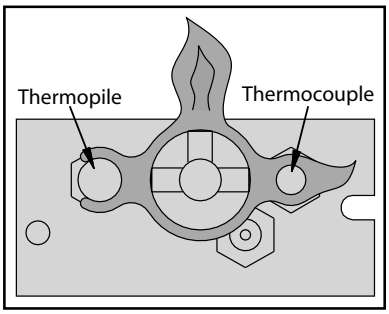
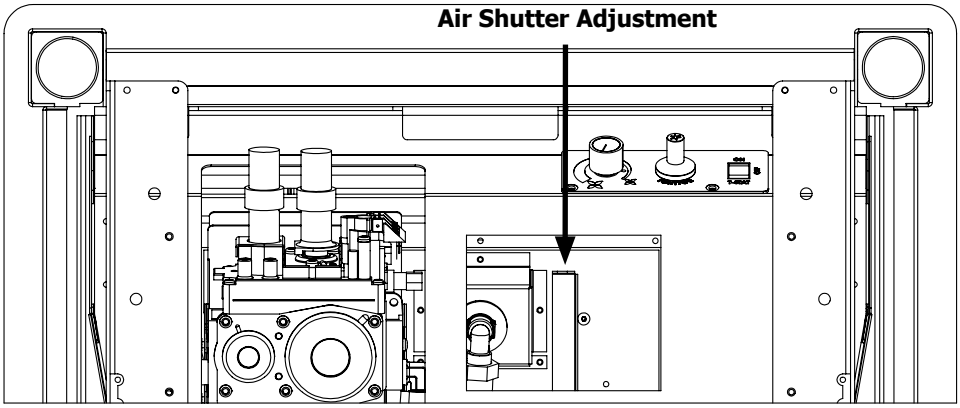
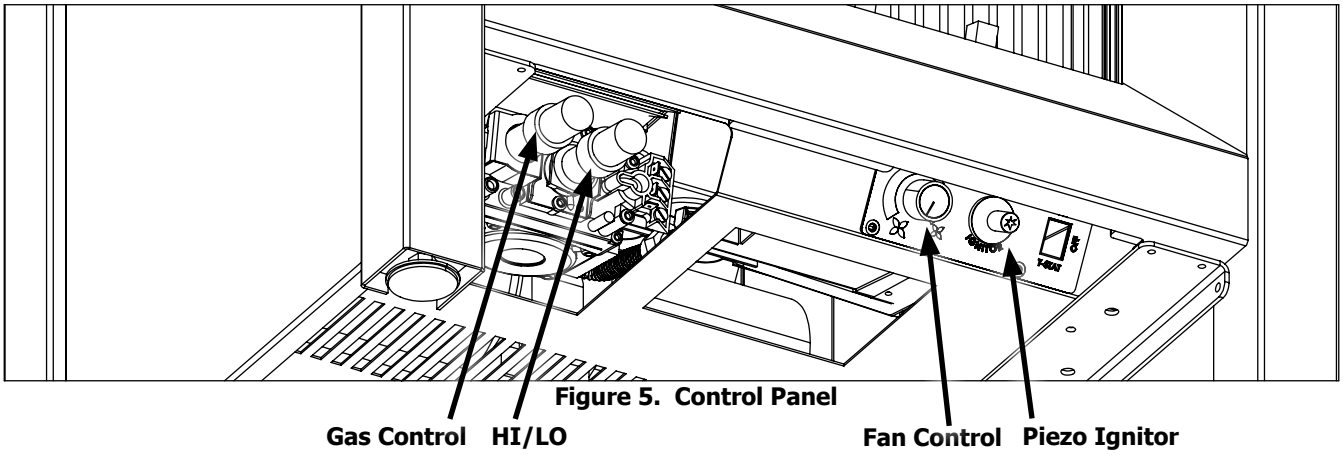

**Figure 3. Pilot Flame**
**Figure 4. Air shutter adjustment lever.**
**Figure 5. Control Panel**
1. Turn off the gas to the fireplace. **If not recently done, remove the glass and let the unit air out for at least five (5) minutes to clear out any gas.** Turn on gas to the appliance.
2. Start the pilot by pressing the gas control knob (Figure 5) and turning it to PILOT (counter clockwise). You will feel the knob depress in PLILOT. While holding the gas control knob in, press the piezo ignitor several times until the pilot light starts. Hold the gas control knob in for 30 seconds, the pilot should now stay lit with out depressing it. Check that the pilot has fully engulfed the thermocouple assembly (see Figure 3).
The air shutter adjustment lever is located on the right hand side of the venturi box (see Figure 4) . To adjust the air shutter reach through the rectangle shown in the cabinet bottom. The air shutter allows the amount of air coming into the fireplace to be adjusted in order to accommodate different climates and venting arrangements. Start the pilot and then the burner. Make sure the pilot flame is burning normally and none of the burner ports are plugged. Let the fireplace burn for roughly fifteen minutes and then examine the flames, compare the flames to Figure 41.
The S20 controls (Figure 5) is located at the front of the unit (Figure 4). For easier access to controls the face can be removed. To light the burner correctly follow the steps below:
The blower will come on only when the fireplace is up to temperature (approximately 15 minutes). The speed of the fan can be changed by turning the fan control knob. The blower will continue to operate automatically after the unit has been shut off (approximately 25 minutes).To turn the blower off, turn the fan control knob COUNTER CLOCKWISE until it "clicks" off (Figure 5).